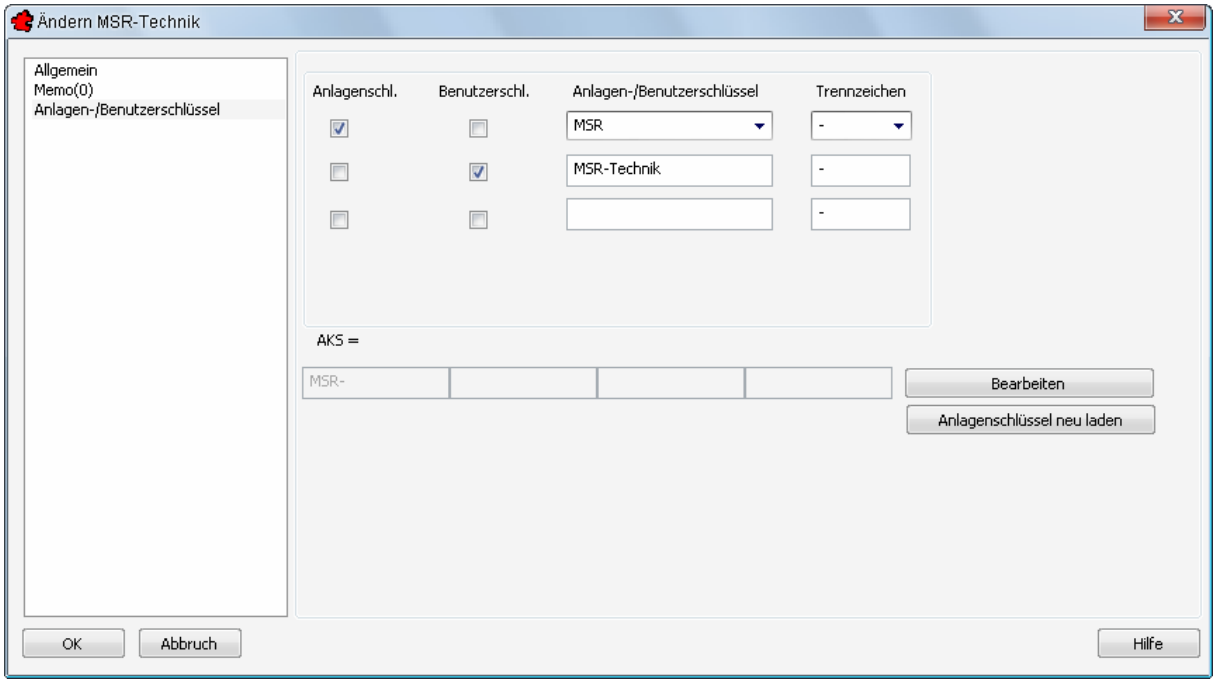

Bild 4.6 – Benutzerschlüssel
- Titel, ISP, Gewerk, Anlage: Der Benutzerschlüssel wird nicht mehr als Beispiel angezeigt (Abb. 4.6)